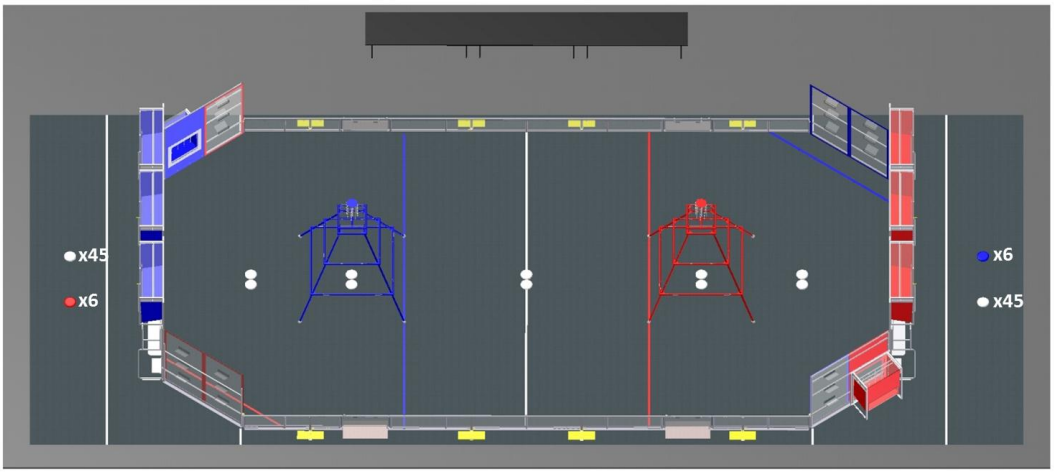

Figure 3-1: Starting Locations for DISCS
A. No more than two (2) or three (3) White DISCS may be preloaded in each ROBOT by the TEAM, depending on the ROBOT'S starting position (see G06 for details).
B. At least ten (10) White DISCS are staged on the FIELD approximately as illustrated in Figure 3-1.
A. Two (2) DISCS are centered between the GUARDRAILS and 78 in. from the Blue ALLIANCE WALL to the center of the DISC.
B. Two (2) DISCS are centered under the Blue PYRAMID.
C. At least two (2) DISCS are placed centrally between the GUARDRAILS and along the field CENTER LINE.